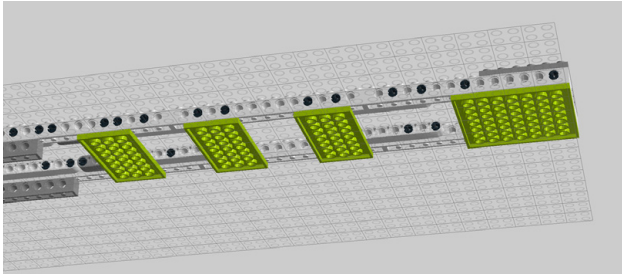

Figure 8-76. *Step 71: Adding plates to the underside of the neck*
71. Add four more plates to the underside: an 8x8 plate at the very end, and three 4x8s per Figure 8-76.